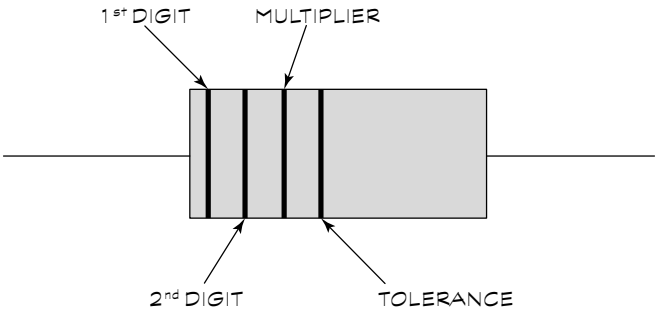

Figure 4-2: Color coded bands are used to denote the value in a fixed resistor.
- A ***fixed resistor*** supplies a pre-determined resistance to current. Color coding identifies the value of most fixed resistors. The color coding starts near the edge of the resistor and is comprised of four, five, and sometimes six bands of different colors. Figure 4-2 shows the order of bands marked on the body of the resistor along with what each represents.